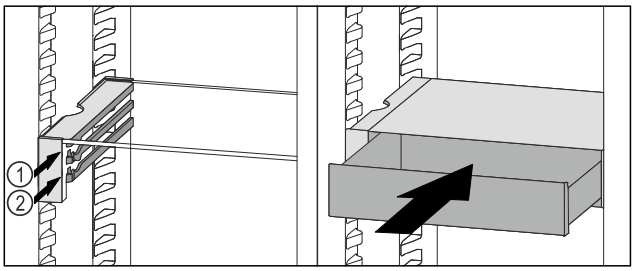

Fig. 198
▶ 将 VarioSafe 抽屉放置在所需肋梁 *Fig. 198 (1)* 或 *Fig. 198 (2)* 上的止动器后面。